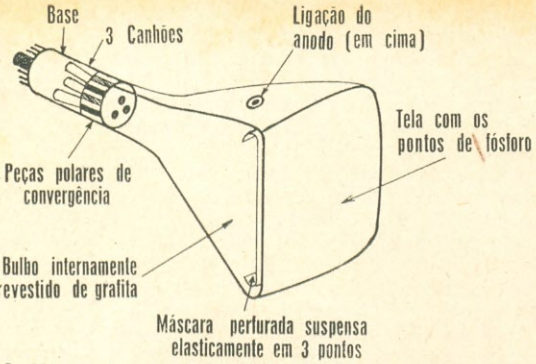

FIG. 45 — Disposição dos elementos do cinescópio tricromático.
O cinescópio para cores produz três imagens superpostas às três cores primárias. Cada uma destas imagens é controlada por um canhão. Os três canhões eletrônicos são dispostos em delta e localizados no pescoço do tubo. A Fig. 45 mostra a sua disposição. Eles recebem as informações vermelho (R), verde (G) e azul (B). A tela é composta aproximadamente de 1.200.000 pontos de "fósforo" destas três cores. Em alguns tubos, estes pontos são redondos; em outros, são quadrados, conforme a sua fabricação. À distância normal da visão, o olho não consegue distinguir estes pontos separadamente; porém, examinando-se com uma lente de aumento o quadro branco, consegue-se ver perfeitamente todos os pontos das três cores. Uma lente destas serve até para examinar a perfeição da tela e dos ajustes da convergência.